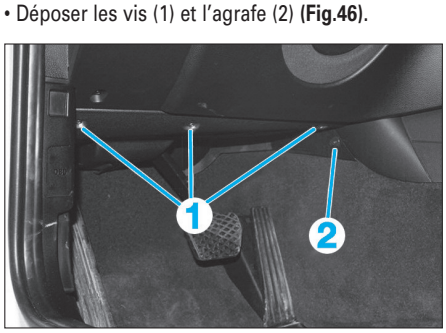

Fig. 46
• Déposer les vis (1) et l'agrafe (2) **(Fig.46)**.